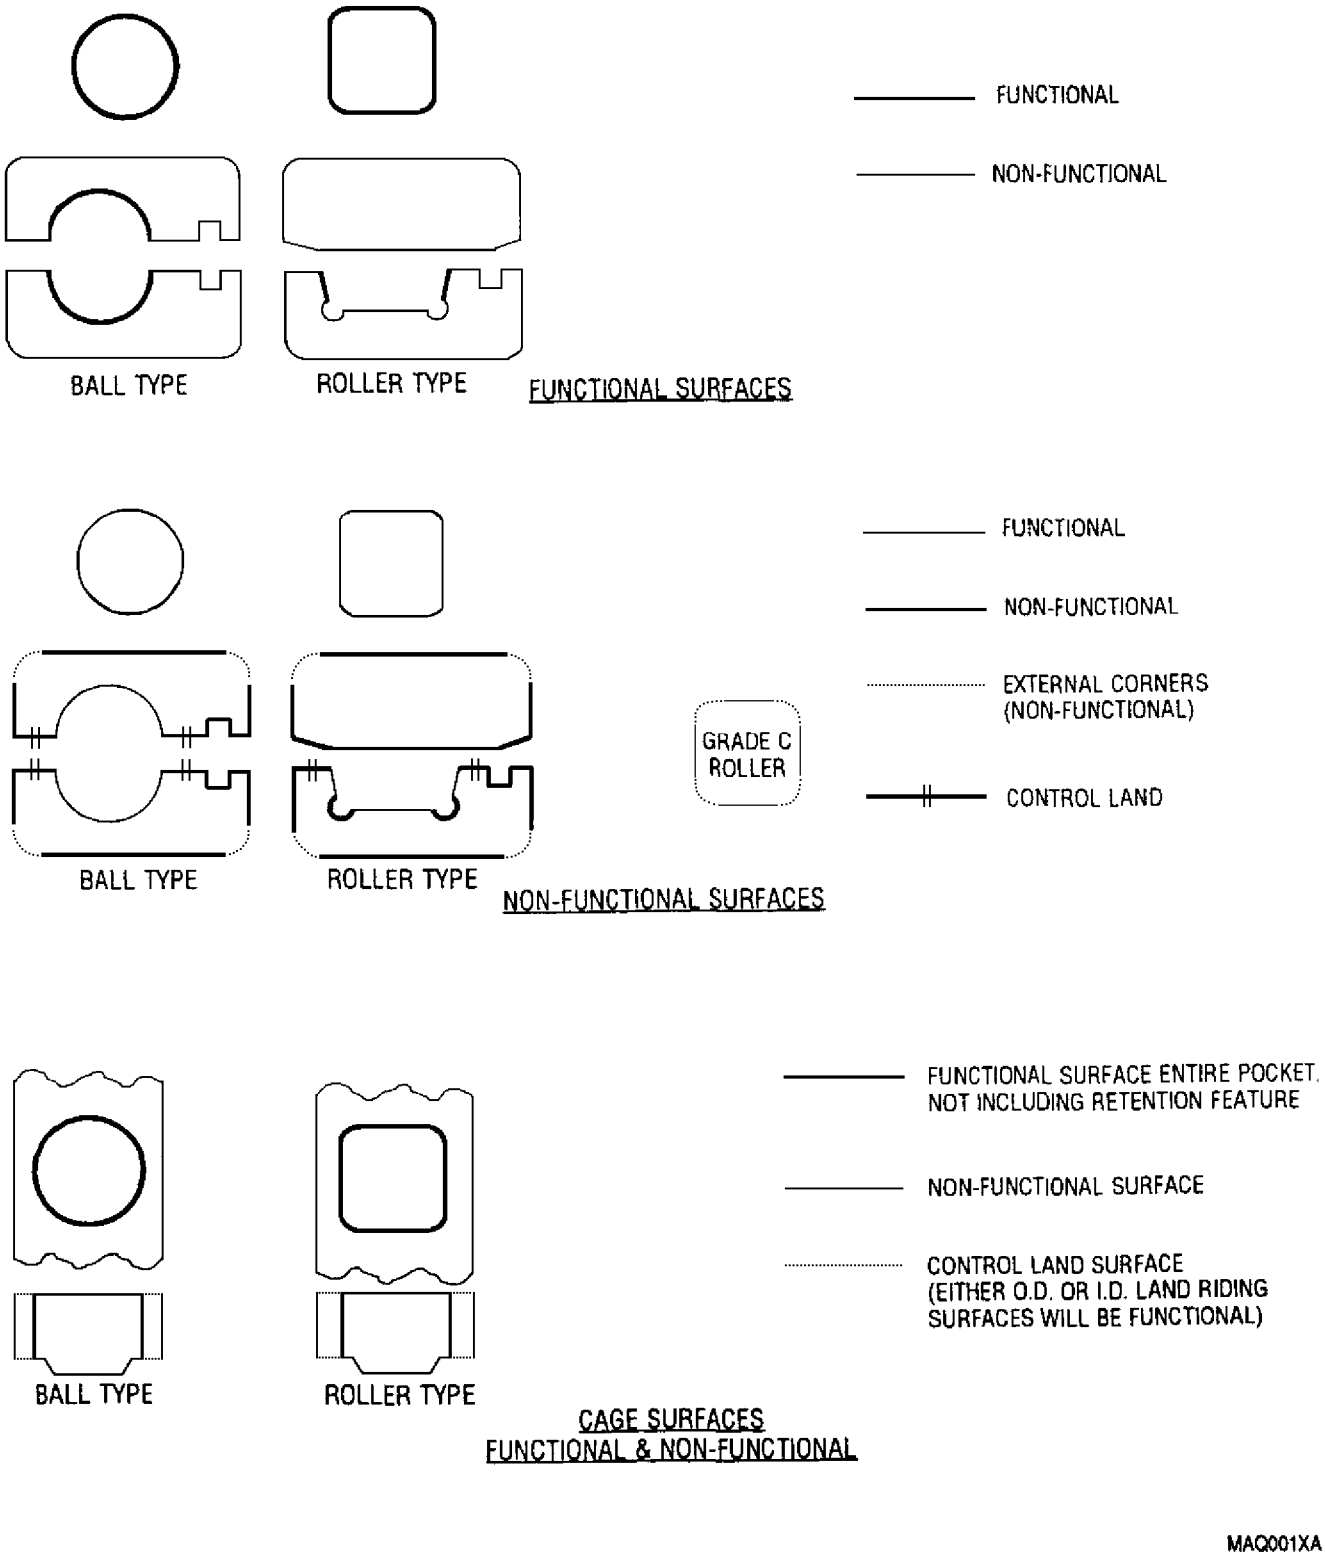

Figure 1. Bearing Surface Identification
(1) Balls — Rotating spheres of a ball bearing assembly.
(2) Rollers — Rolling cylinders of a bearing assembly.
(3) Cage (Separator) — Retainer for bearing balls or rollers.
(4) Inner Raceway — Inner ring surface upon which the balls or rollers rotate.
(5) Inner Ring — Innermost member of a bearing assembly. The inner ring is sometimes split into two halves.
(6) Inner Diameter — Innermost surface of the inner ring.
(7) Bore — Innermost surface of the inner ring of a bearing assembly.
(8) Outer Raceway — Outer ring surface upon which balls or rollers rotate.
(9) Outer Ring — Outermost member of a bearing assembly.
(10) Outer Diameter — Outermost surface of the outer ring.
b. Surfaces (figure 1):
(1) Functional — All active surfaces of a bearing.